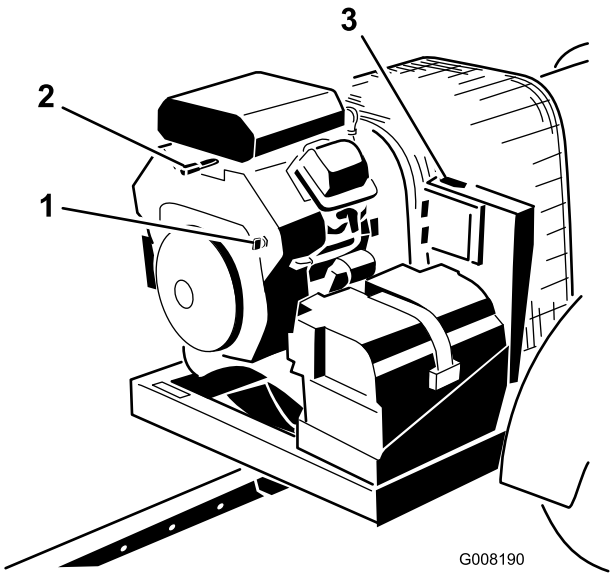

Figur 13
3. Vrid tändningsnyckeln till startpositionen och släpp den sedan snabbt i det påslagna läget. Därmed aktiveras mottagaren (Figur 13).
4. Vrid nyckeln till det avstängda läget och ta ut den ur tändningen om du ska lämna maskinen utan uppsikt (Figur 13).